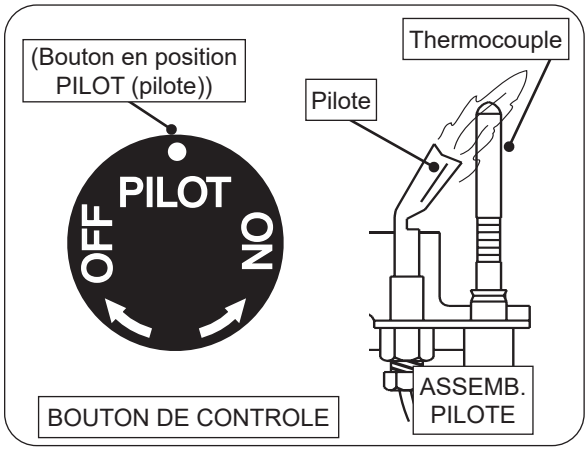

Fig. 53-1 Éclairage pilote
3. Localisez l'assemblage de la veilleuse sur le côté ou à l'arrière du bac du brûleur (voir Fig. 53-1).
4. Tournez le bouton de commande dans le sens antihoraire ↶ sur **PILOT (pilote)**. Appuyez **fermement et complètement** sur le bouton de commande et maintenez-le enfoncé.Tenez une allumette allumée à longue tige / un briquet au butane à long cou près du thermocouple pour allumer la veilleuse.Continuez à maintenir le bouton enfoncé pendant environ une (1) minute après l'allumage de la veilleuse. Relâchez le bouton et il ressortira. La veilleuse restera allumée. Voir la Fig. 53-1. S'il s'éteint, répétez les étapes 2 à 4.